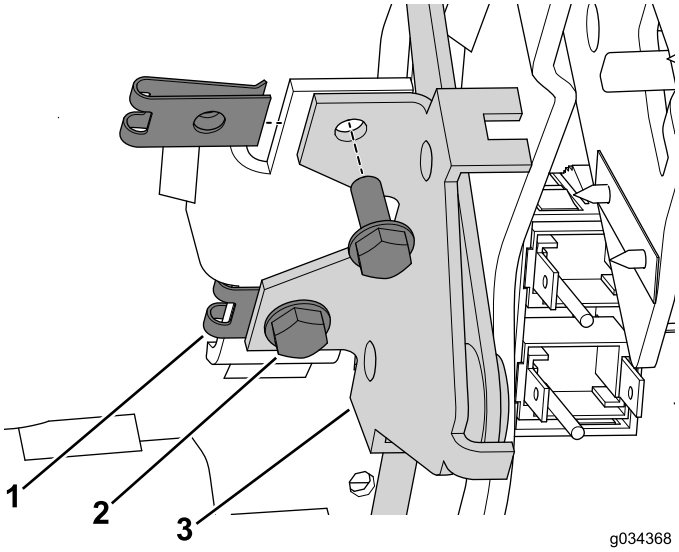

Figuur 19
3. Breng de plaatmoeren aan op de beugel van de bedieningseenheid (Figuur 19).
4. Gebruik de 2 bouten (nr. 10 x 1/2 inch) om de chokehendel aan de bedieningseenheid te bevestigen (Figuur 19).